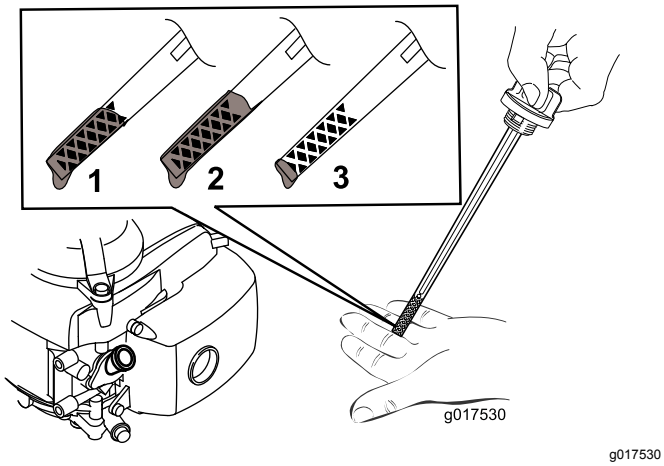

Figur 5
2. Ta ut oljestickan (Figur 5).
Obs: Fyll på olja i vevhuset tills oljestickan visar rätt oljenivå enligt Figur 5. Om du fyller på för mycket olja i motorn tar du bort överflödig olja så som beskrivs i Byta ut motoroljan (sida 15).